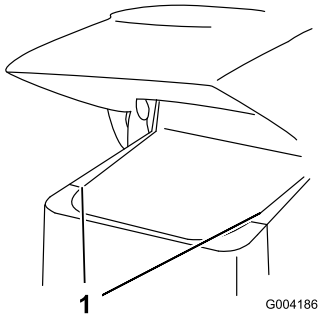

Figuur 25
2. Schuif de zijschermen (Figuur 25) omhoog en uit de sleuven in het voorscherm en het frame.